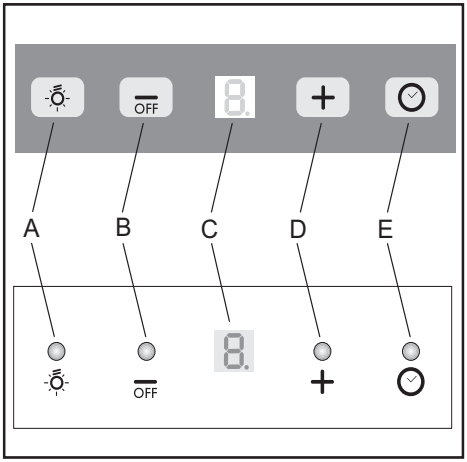

Fig.5
BETJENINGSENHED: (Fig.5)
• Mætning af fedtfiltre / aktive kulfiltre: Fig.5